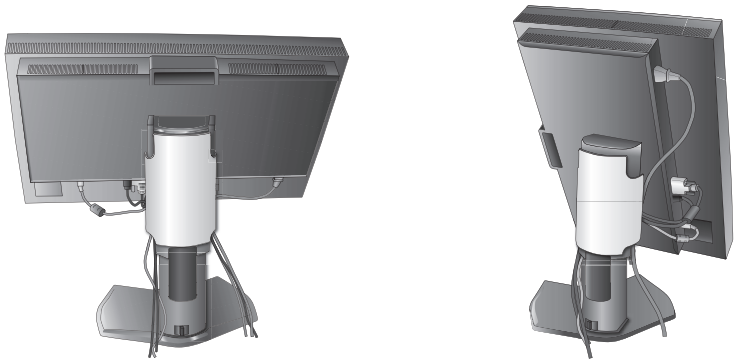

**Рисунок D.1**
7. Сдвиньте вниз крышку кабеля (**Рисунок D.1**).